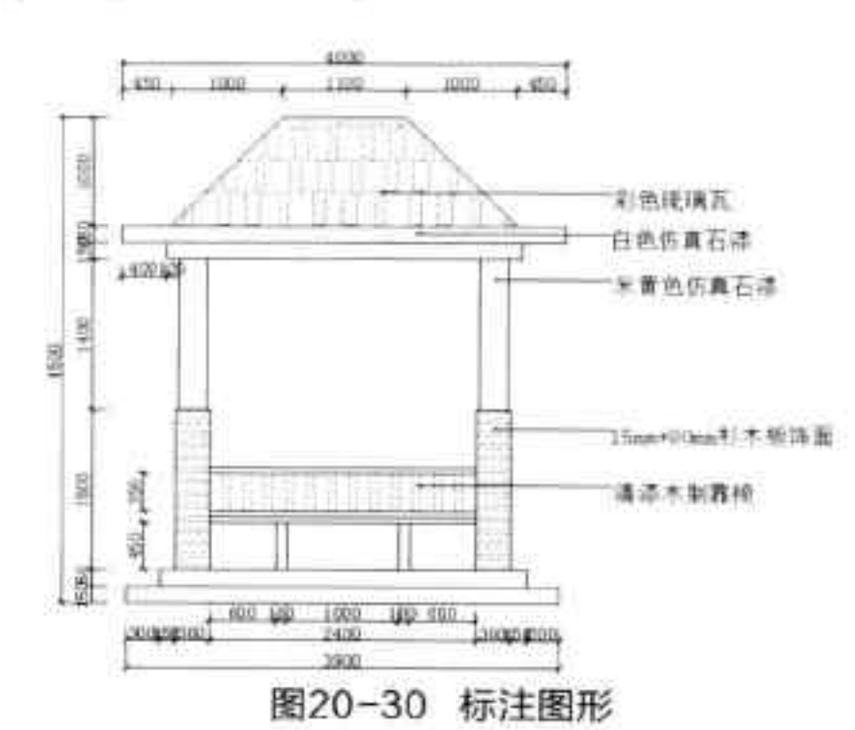

图20-30 标注图形
Step 18 执行“线性”命令，对图形进行尺寸标注，然后执行“引线”命令，对图形进行文字标注，如图 20-30 所示。